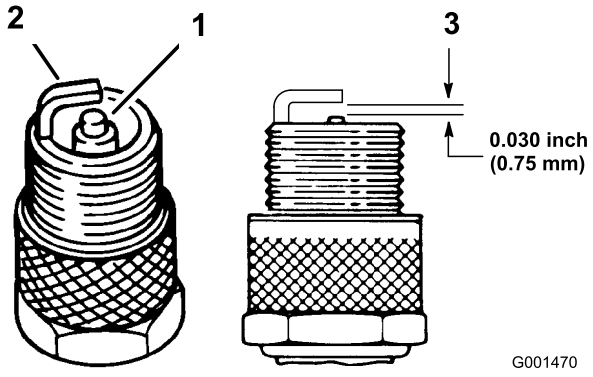

Figura 33
4. Controllate le condizioni degli elettrodi laterale e centrale, e dell'isolatore dell'elettrodo centrale, per accertare che non siano danneggiati (Figura 33).
5. Impostate la distanza tra il centro e il lato degli elettrodi a 0,76 mm (Figura 33).